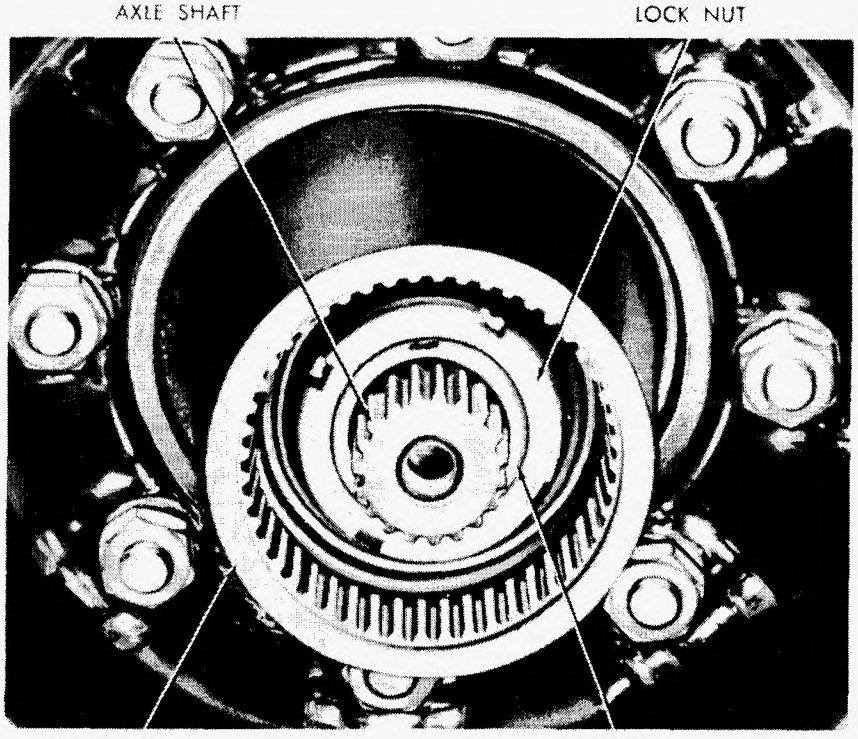

FIG. 35—Front Wheel Hub—4-Wheel Drive
wheel, hub and drum as an assembly (Fig. 35). The wheel outer bearing will be forced off the spindle at the same time. Remove the wheel inner bearing cone.
3. Rotate the wheel in both directions and at the same time tighten the bearing adjusting nut with tool T59T-1197-A, to bring the bearing rollers into proper contact. After the bearings are firmly seated, back off the adjusting nut 1/8 turn (45°). Place the bearing adjusting lock washer on the spindle. Make sure the locking dowel on the adjusting nut enters the lock washer hole which most closely aligns with the dowel. Install the lock nut and torque to 40 foot-pounds (Fig. 35).